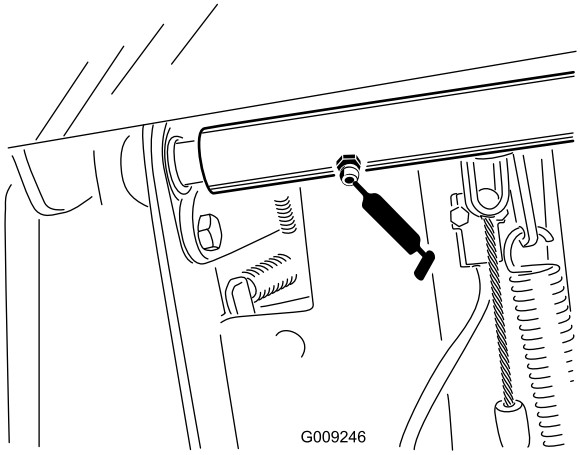

Figur 35
- Bromsaxelns svängtapplager (2) (Figur 35)